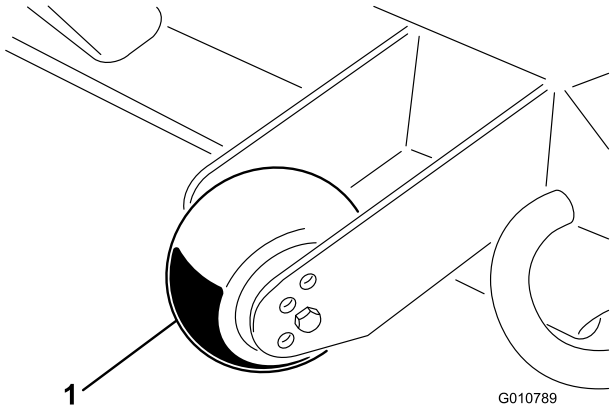

Figura 11
1. Rimuovete la vite a testa cilindrica e il dado che fissano la ruota limitatrice alle staffe dell'apparato di taglio (Figura 11).